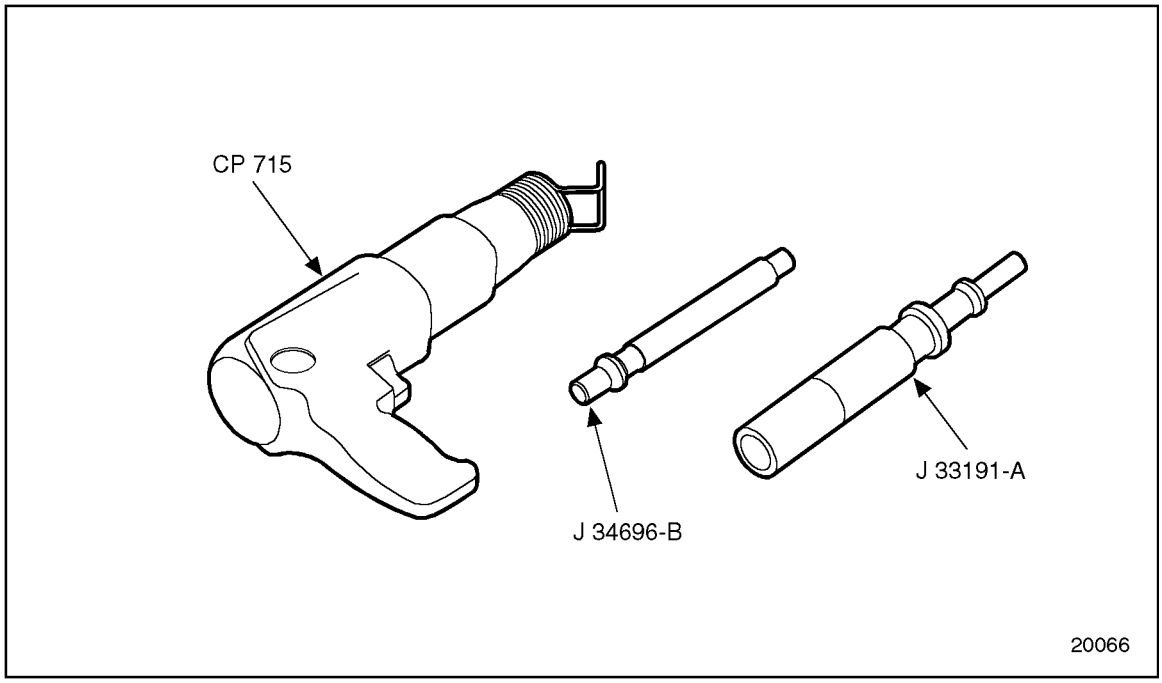

Figure 1-76 Valve Guide Removal Tools
1. Assemble the valve guide remover, J 34696-B, to an air chisel. See Figure 1-76.